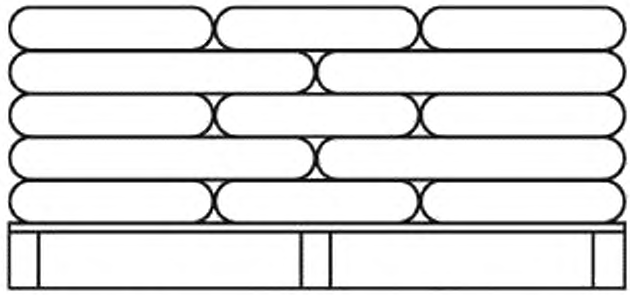

Рисунок 2 — Равномерно распределенный связанный груз
2.5 **равномерно распределенный связанный груз:** Груз, равномерно распределенный по всей поверхности верхнего настила поддона, где каждый ряд грузов укладывается относительно предыдущего ряда таким образом, чтобы добиться связанности (сцепляемости) грузов между собой (см. рисунок 2).